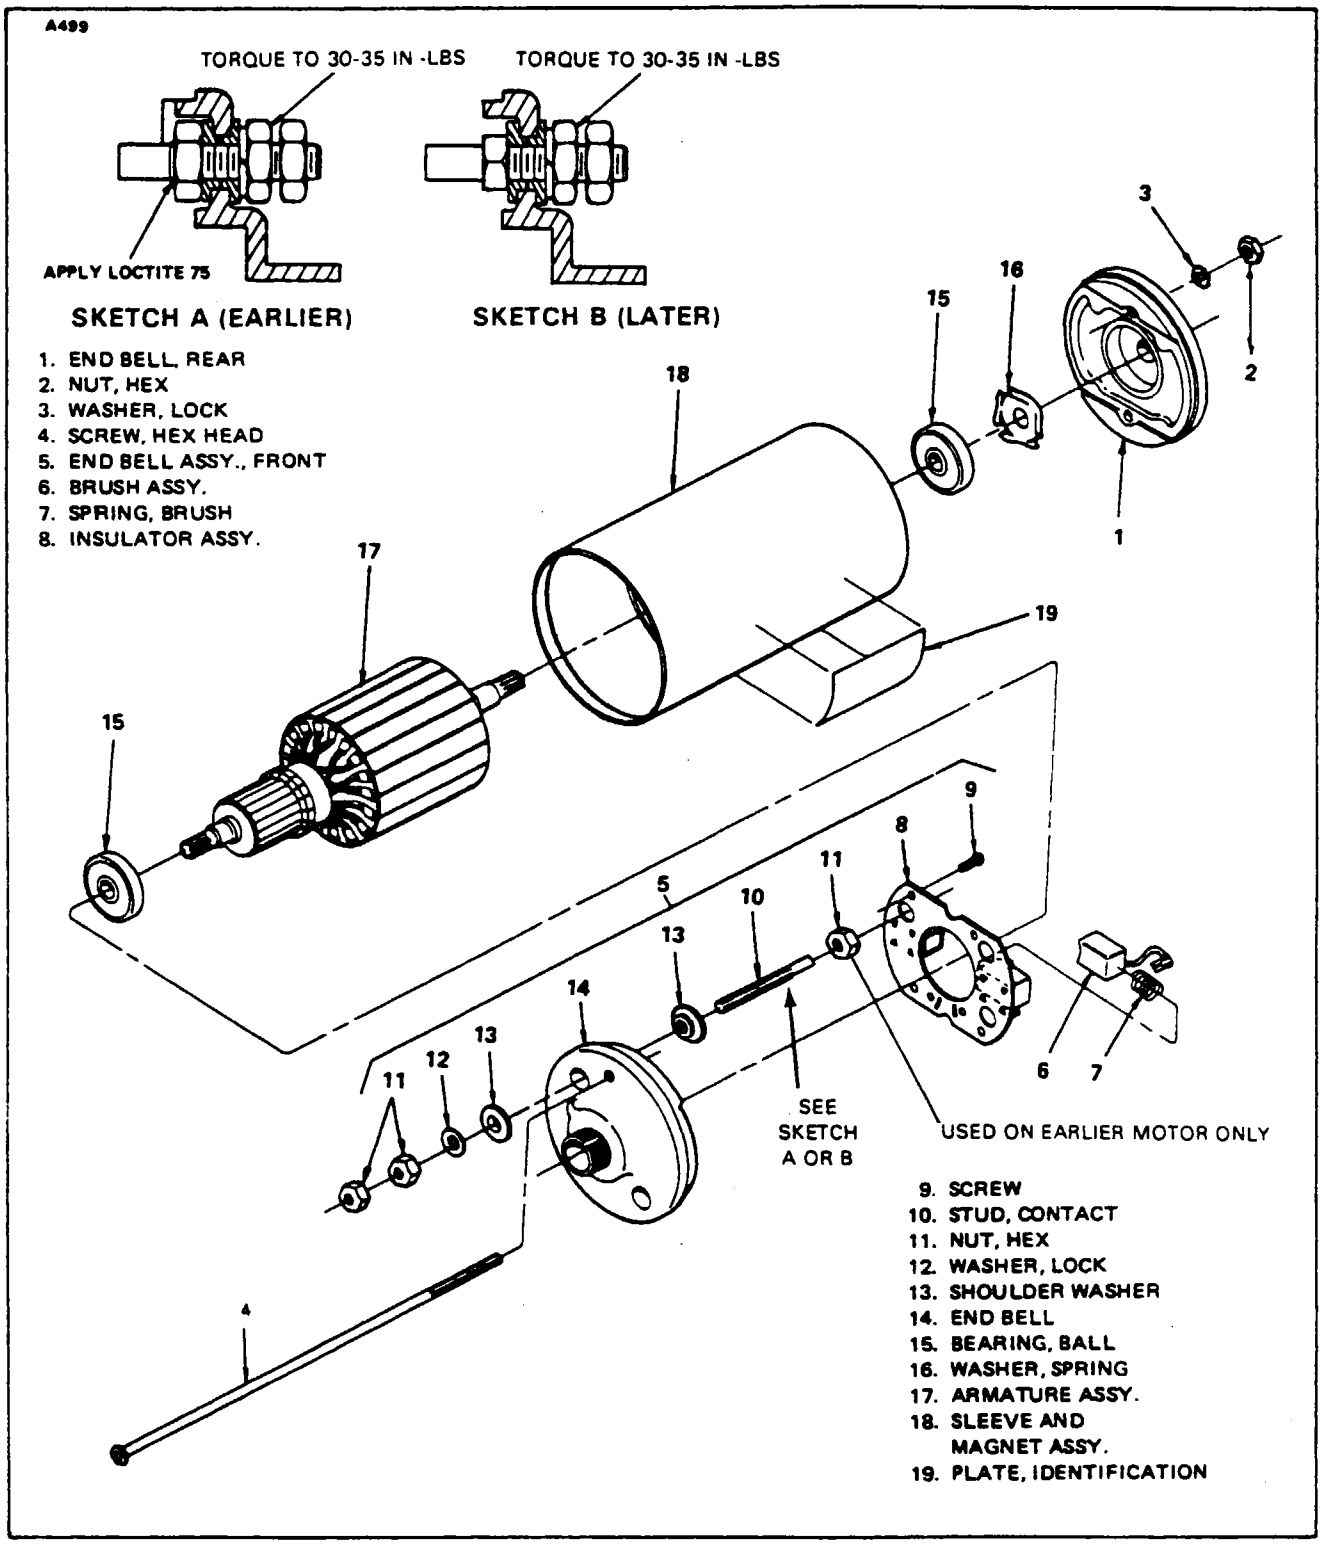

Figure 5-23. Motor Assembly, Exploded View (Calco)
5-73. DISASSEMBLY OF FLAP ACTUATOR MOTOR. (Refer to Figure 5-23.)
5-75. ASSEMBLY OF FLAP ACTUATOR MOTOR. (Refer to Figure 5-23.)
a. Assemble shoulder washers (13), contact studs (10), lockwashers (12) and nuts (11) to front end bell. Position flat on contact studs parallel to the side of the brush holder. Apply Loctite 75 adhesive to inner nut (11) (see Sketch A of Figure 5-23) and torque outer nut (11) to 30-35 in.-lbs.
b. Install insulator assembly (8) on front end bell and secure with 4 screws (9).
c. Install brush springs (7) and brush (6) into brush holders. Position brush leads through slot towards center of end bell and connect to contact studs.
d. Attach ball bearings (15) to each end of the armature shaft.